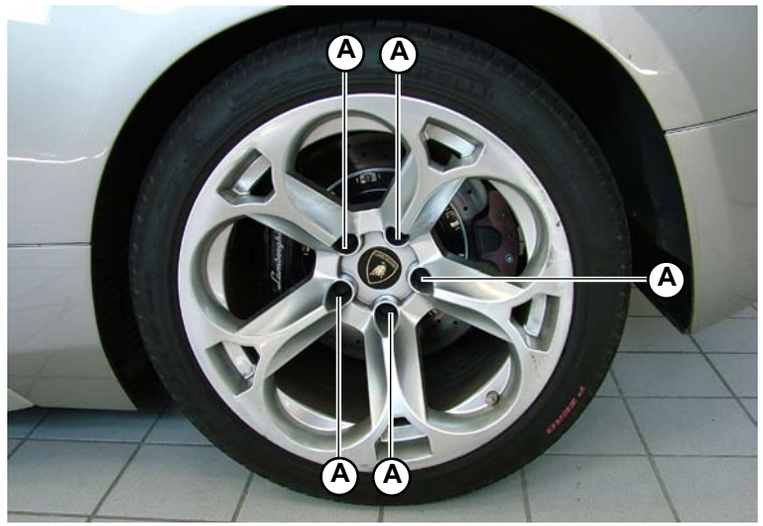

Fig.1
1. With the vehicle raised on the car lift **(000000),** secure the wheel to the hub by tightening the 5 mounting screws (**A-Fig.1**).